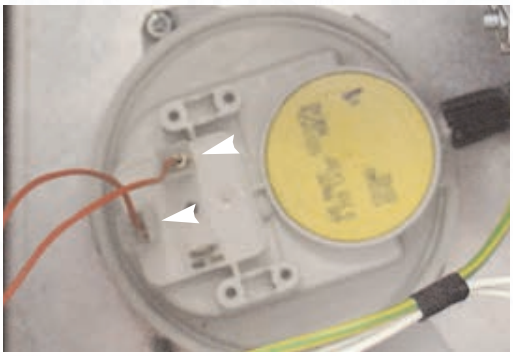

Fig. 61
2. Disconnect the wire connectors *(see Fig. 61)*;